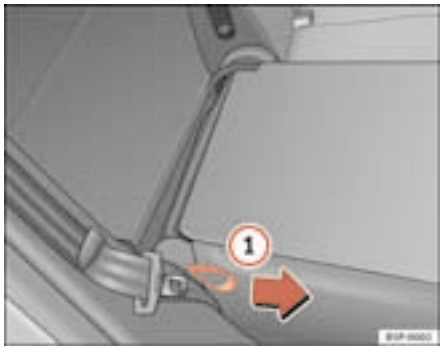

Fig. 97 Folding or opening the rear seat backrests
– Pull the loop on the side of the seat ⇒ fig. 97 (1).